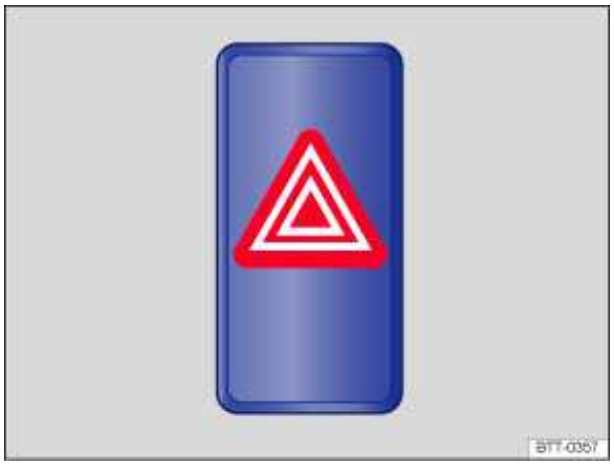

Fig. 147 In the center of the instrument panel: Switch for emergency flashers.
2. Switch on emergency flashers by pressing the ⚠ switch ⇒ fig. 147.